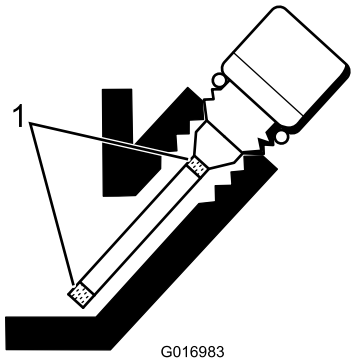

Figur 27
5. Tillsätt olja så att nivån ligger mellan markeringarna på stickan om oljenivån är låg (Figur 27). **Fyll inte på för mycket.**